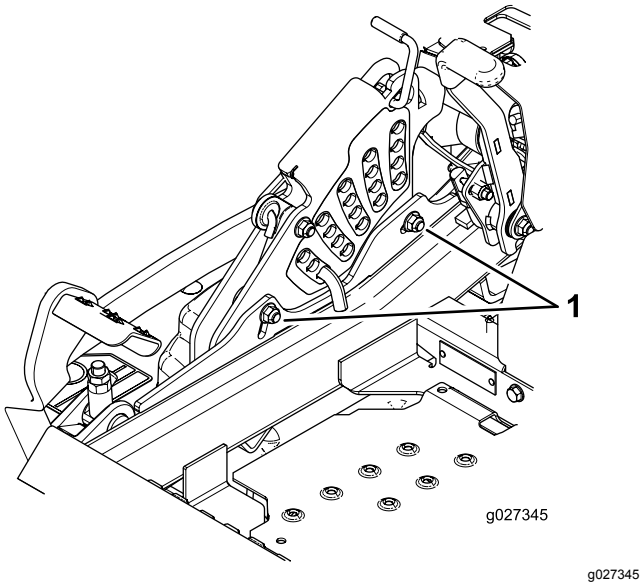

Figur 87
10. Løsn de 2 bolte nederst på klippehøjdepladen (Figur 87) for at justere enkeltpunktssystemet.
11. Stram de to bolte nederst på klippehøjdepladen (Figur 87).